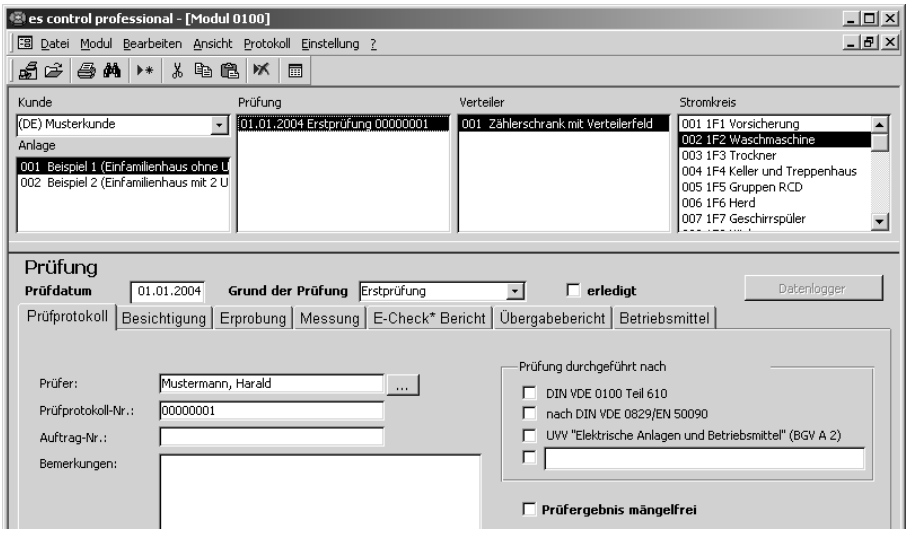

Bild 5.30: Fenster "Ansicht Prüfung "
- Wählen Sie in der Software es control 0100 professional Kunde, Anlage und Prüfung (Musterkunde, Beispiel 1, Erstprüfung) entsprechend Bild 5.30 aus.